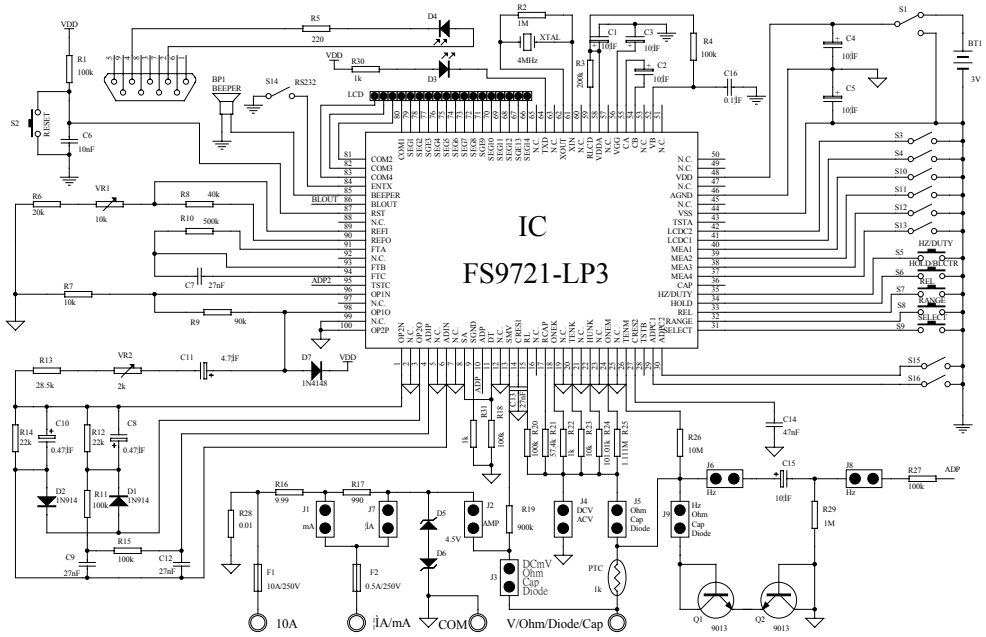

图 3　100 PIN 通用电路总图
注：①Jump栏中JX表示在图3和4图通用线路总图上该测量功能的JX是接通的。
②在Auto模式下，ACV档位按RANGE键才能选择到ACmV量程。
③TSTB=1,电流档以400mV/4V输入;TSTB=0 ,电流档以40mV/400mV输入。详见“13.14 电流测量”说明。
④此档位是以ADP路径输入测量 Hz/Duty。
⑤ADP可输入400.0mV/40.00mV，自动跳档，分别显示4000，400.0。
⑥在“1101”编码下，当CAP=1按SELECT是Ω/Diode/Continuity切换；当CAP=0按SELECT是Ω/Diode/ Continuity/ Cap.切换。